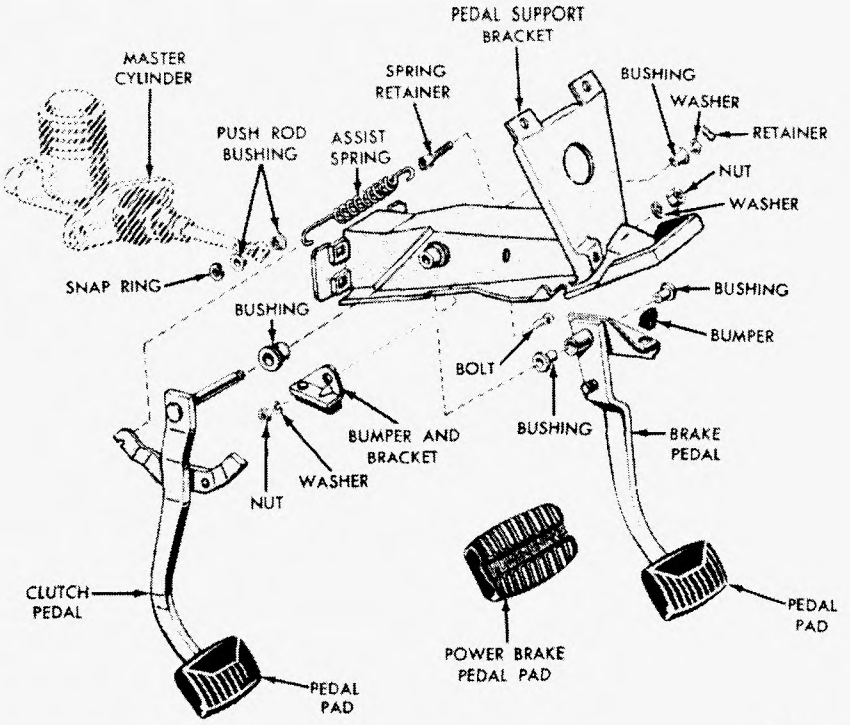

FIG. 18—Galaxie Brake Pedal and Related Parts
2. Remove the retainer and washer (Fig. 18) from the right hand side of the brake pedal shaft. Remove the shaft, bushings, pedal or pedals, and the insulators from the pedal support. Remove the brake pedal pad and plate assembly.
1. Install the brake pedal pad and plate assembly and retaining bolt and nut. Torque the pedal pad and plate retaining nut to specifications. Apply a coating of Lubriplate to the support bushings and install the bushings in the support. Insert the brake pedal in the support (Fig. 18) and push the shaft through. (On a car equipped with a conventional or overdrive transmission, the shaft is attached to the clutch pedal.)